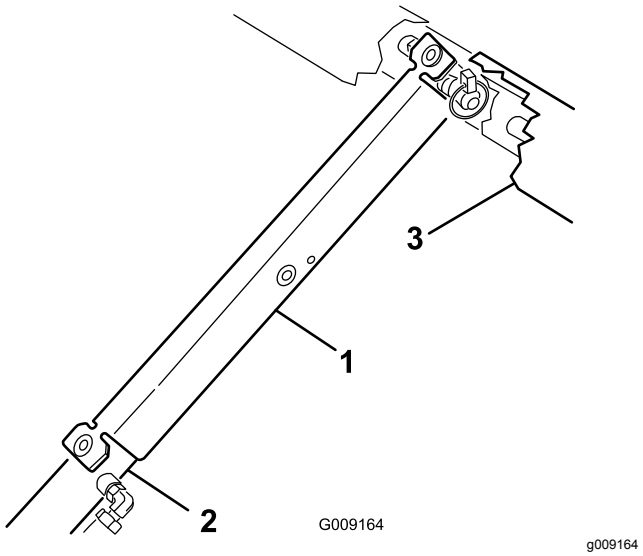

图29
3. 将货斗支架推入油缸杆并确保支架端凸耳靠在油缸筒和油缸杆头上图29。